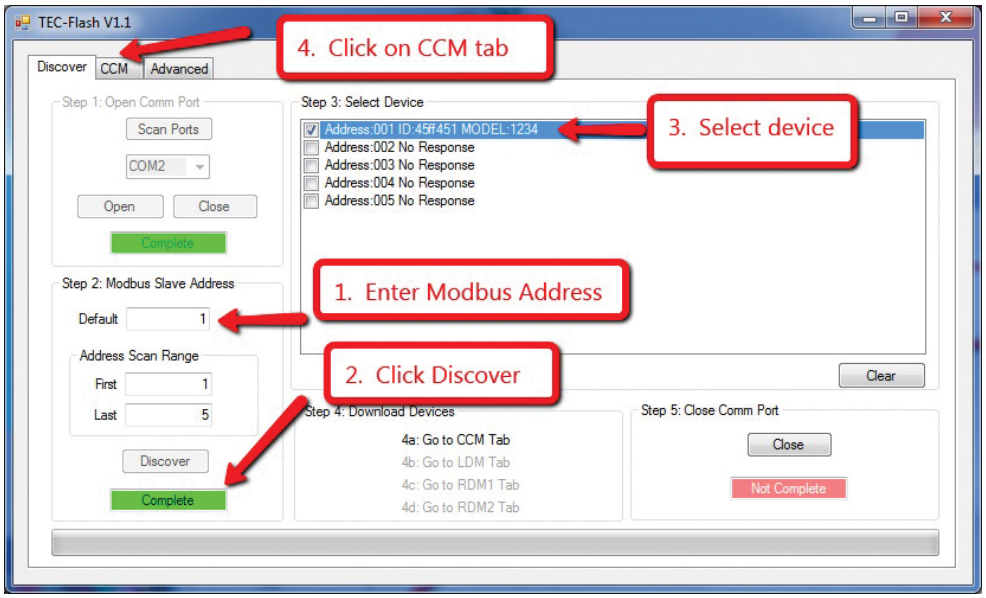

Figure 9 TEC-Flash Program Discover Tab
9. Enter the Modbus Address. Click on Discover. Select Check box for the Actuator, then click on the CCM Tab. See Figure 9.